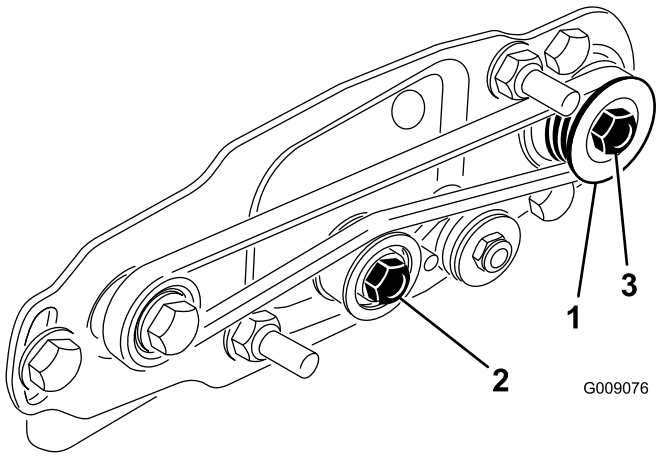
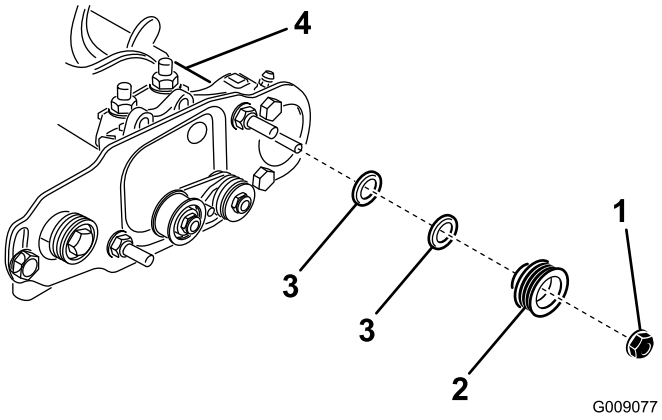

Figura 23
Figura 24
1. La polea arrastrada (en el eje del acondicionador) puede desplazarse hacia dentro y hacia fuera (Figura 23).
2. Mientras gira del molinete, que hará girar a su vez la polea motriz, haga palanca para retirar la correa de la polea motriz (Figura 23).
3. Retire la contratuerca que sujeta la polea arrastrada al eje del cepillo (Figura 23 o Figura 24).
4. Retire la polea arrastrada del eje (Figura 24).
5. Para desplazar la polea hacia fuera, añada un espaciador de 0,8 mm de grosor (Figura 24). Para desplazar la polea hacia dentro, retire el espaciador existente de 0,8 mm de grosor.